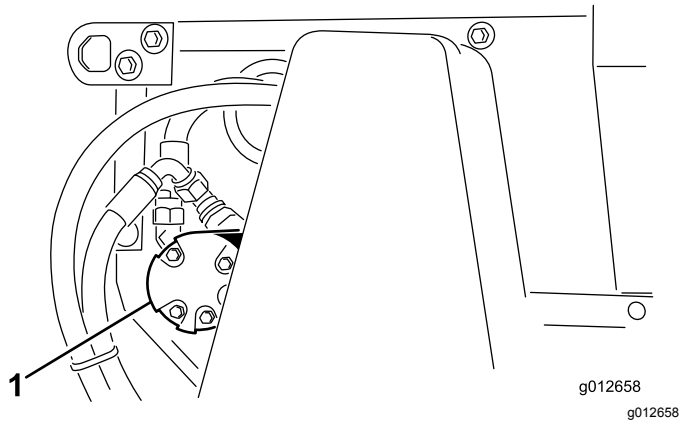

Rysunek 39
2. Poluzuj nakrętki mocujące silnik szczotki (Rysunek 39) po lewej stronie maszyny.